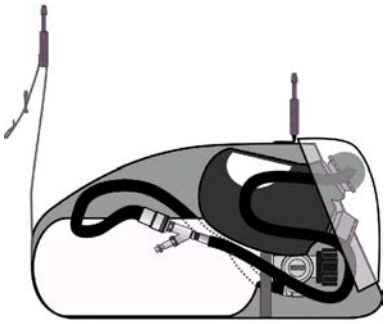

Рис. 3 Упакованная сумка, закрыта
(4) Сверните маску и поместите на смотровое стекло.
(5) Проверьте соединение шлангов среднего давления.
(6) Вставьте шланг в сумку в соответствии с рис. 3.
(7) Вложите легочный автомат с маской в сумку, смотровое стекло при этом должно быть направлено вверх, а легочный автомат — к горловине сумки. Постарайтесь не перекрутить шланг среднего давления или лицевую часть маски.
(8) Вдвиньте маску с легочным автоматом [в верхней части баллона] достаточно глубоко в сумку, чтобы можно было видеть показания манометра и можно было закрыть сумку.
(9) Закройте сумку.